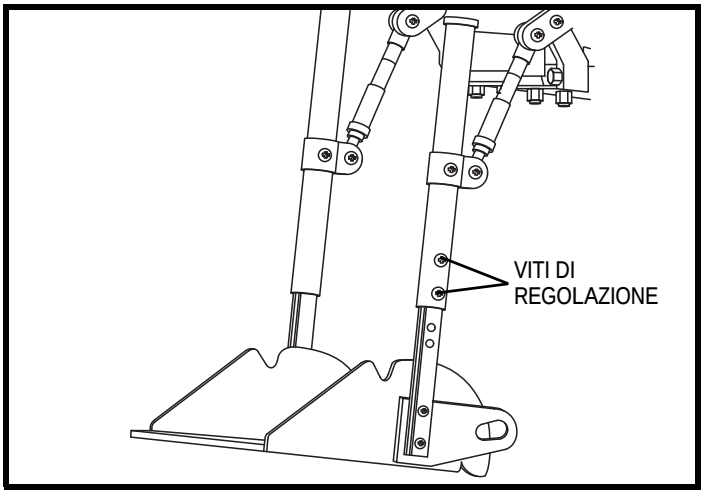

Figura 33. Regolazione lunghezza delle gambe di Kids ROCK 2 e ROCK 3
2. Con una brugola da 5/32 pollici allentare le due (2) viti di regolazione su entrambi i lati. **Vedere la figura 33.**